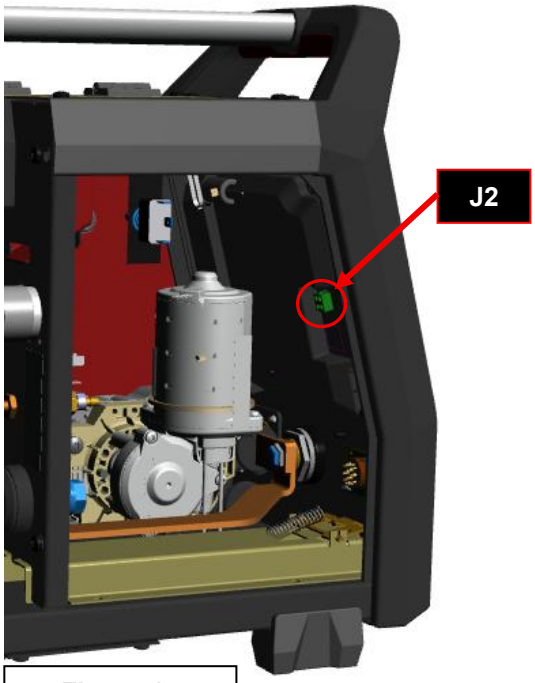

Figure 1a
3. Disconnect the harness from connector **J2**. See **Figure 1a**